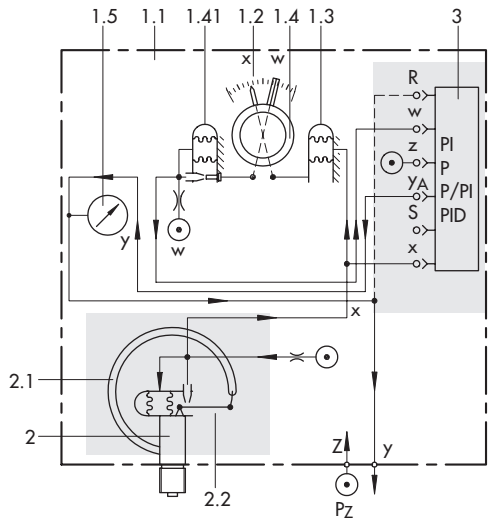

Fig. 3 · Fixed set point controller for pressure, version with Type 3432-01 Controller Station, functional diagram
Principle of operation (see Figs. 3 and 4)
The controller station (fixed set point controller) shown in Fig. 3 consists of scale (1.2), controlled variable display (1.3), set point adjuster (1.4), and plug-in connections for a controller module (3). These pneumatic connections are self-sealing when the module is unplugged. The controlled variable signal x produces a deflection on the bellows measuring system of the controlled variable display (1.3) which is transmitted to the pointer over a gear mechanism. The set point (reference variable w) can be adjusted on a scale at the controller front. The position of the set point adjuster is transmitted to the set point transmitter (1.4) over a gear mechanism. This pneumatic servo system (2.2) converts the adjusted set point into a pneumatic set point signal (w), which is fed to the controller module. The controller module compares the controlled variable signal and the set point signal (x and w) and produces an output signal y_A depending on the system deviation and the adjusted control parameters. The output signal is connected to the output signal display (1.5) and the output y.
The controller station shown in Fig. 4 largely corresponds to the version shown in Fig. 3. However, the station additionally contains a manual/automatic switch (1.6), a manual adjuster (1.7) and a differential pressure display (1.8). When the switch is in position AUTOMATIC, the output signal display (1.5) and output y are connected to the automatic output signal y_A. When the switch is in position MANUAL, the output signal display and output y are connected to the manual output signal y_H set at the adjuster. Smooth changeover from manual to automatic operation is possible when the differential pressure display indicates that y_A and y_H are identical.